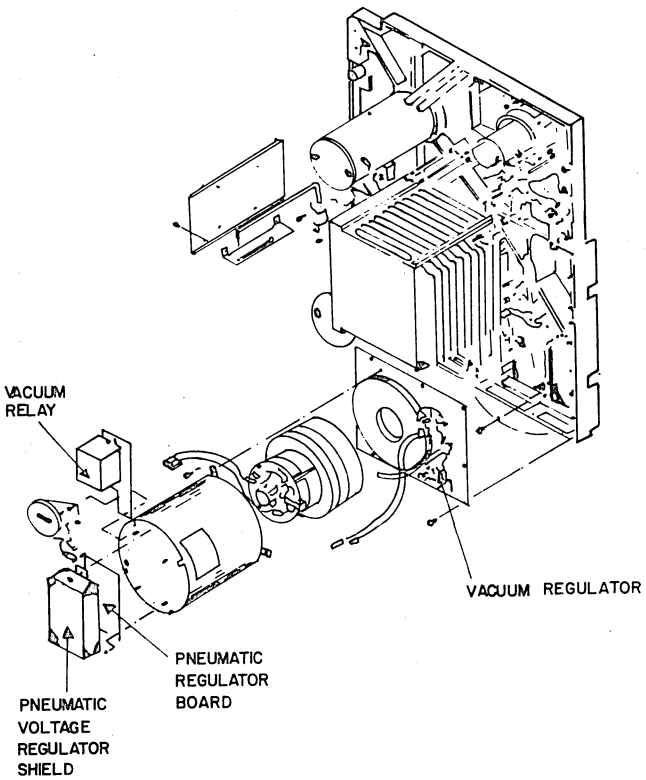

Figure 6R-15. Blower Assembly
3. Unlock and swing out the tape deck by turning the cabinet latch screws counter clockwise (figure 6r-3).